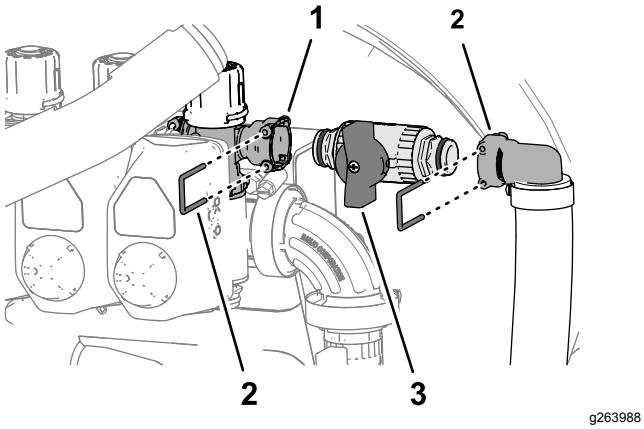

Rysunek 62
A. Zdejmij zapinkę mocującą złącze szybkozłączne zaworu odcinającego do gniazda szybkozłącznego zaworu obejścia prawej sekcji i odłącz zawór od gniazda (Rysunek 62).
B. Zdejmij zapinkę mocującą złącze szybkozłączne zaworu odcinającego do gniazda szybkozłącznego łącznik 90° z występem i odłącz zawór od gniazda (Rysunek 62).